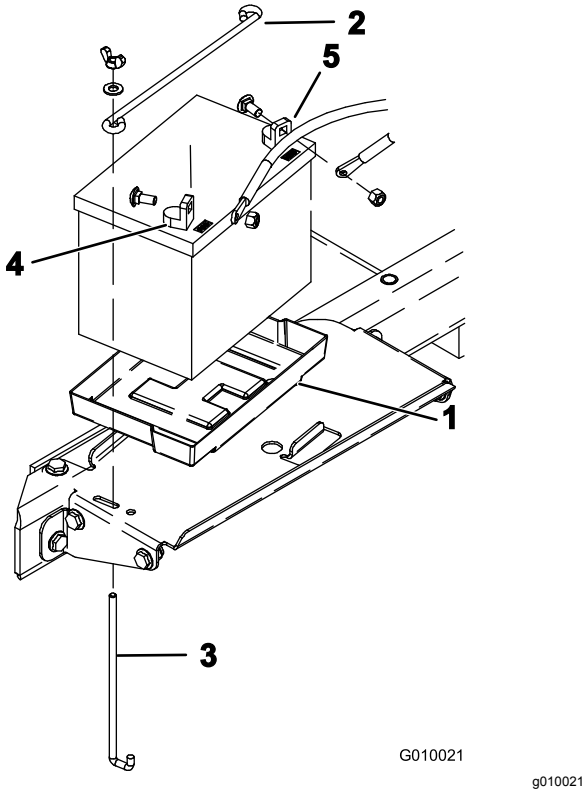

Figuur 6
8. Plaats de accu in de bak in de accubehuizing (Figuur 6). Zorg ervoor dat de accupolen naar buiten zijn gericht.
9. Bevestig de accu aan de basis van de behuizing met een steunstang, 2 houderstangen, 2 platte ringen en 2 vleugelmoeren (Figuur 6).
10. Bevestig eerst de pluskabel (rood) aan de pluspool (+) van de accu met een slotbout en een moer (Figuur 6) en vervolgens de minkabel (zwart) aan de minpool (–) van de accu eveneens met een slotbout en een moer (Figuur 6). Schuif het rubberen stofkapje over de pluspool om eventuele kortsluiting te voorkomen.